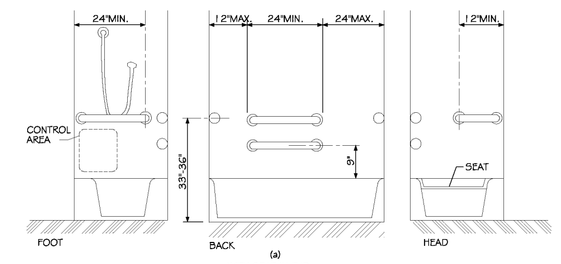

FIG. 34
4.20.3 SEAT. AN IN-TUB SEAT OR A SEAT AT THE HEAD END OF THE TUB SHALL BE PROVIDED AS SHOWN IN FIG. 34. THE STRUCTURAL STRENGHT OF SEATS AND THEIR ATTACHMENTS SHALL COMPLY WITH 4.26.3. SEATS SHALL BE MOUNTED SECURELY AND SHALL NOT SLIP DURING USE.
4.20.4 GRAB BARS. GRAB BARS COMPLYING WITH 4.26 SHALL BE PROVIDED AS SHOWN IN FIG. 34.
4.20.5 CONTROLS. FAUCETS AND OTHER CONTROLS COMPLYING WITH 4.27.4 SHALL BE LOCATED AS SHOWN IN FIG. 34.
4.21.2 SIZE & CLEARANCE. EXCEPT AS SPECIFIED IN 9.1.2, SHOWER STALL SIZE AND CLEAR FLOOR SPACE SHALL COMPLY WITH FIG. 34(a) OR (b). THE SHOWER STALL IN FIG. 34(a) SHALL BE 36" BY 36" (915mm BY 915mm). THE SHOWER STALL IN FIG. 34(b) WILL FIT INTO THE SPACE REQUIRED FOR A BATHTUB.
4.21.4 GRAB BARS. GRAB BARS COMPLYING WITH 4.26 SHALL BE PROVIDED AS SHOWN IN FIG. 34.
4.21.5 CONTROLS. FAUCETS AND OTHER CONTROLS COMPLYING WITH 4.27.4 SHALL BE LOCATED AS SHOWN IN FIG. 34 IN SHOWER STALLS 36" BY 36" (915mm BY 915mm) ALL CONTROLS, FAUCETS, AND THE SHOWER UNIT SHALL BE MOUNTED ON THE SIDE WALL OPPOSITE THE SEAT.